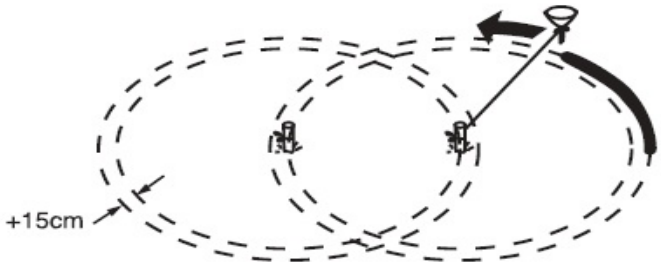

Abbildung 2
2. Binden Sie ein Stück Bindfaden an den Stab. Binden Sie einen Trichter an das andere Ender des Bindfadens. Die Entfernung zwischen Stab und Trichter sollte 15 cm mehr als der Radius des Pools sein. (siehe Abbildung 2)